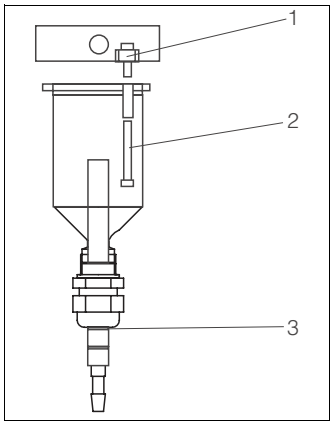
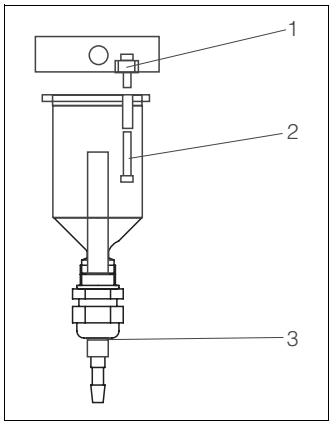

Fig. 6: One Analyzer
Fig. 7: Two analyzers
1. In dependence of the application, mount the right adjusting pin or no adjusting pin (Fig. 6 and Fig. 7, position 2).